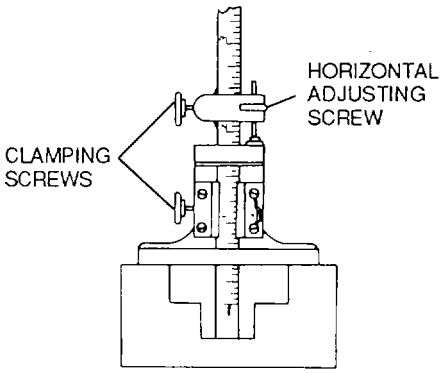

Figure 3-49. Vernier Depth Gauge
(3) Vernier depth gauge. The vernier depth gauge, shown in figure 3-49, consists of a graduated scale, either 6 or 12 inches long, and a sliding head similar to the one on the vernier caliper. The sliding head is especially designed to bridge holes and slots. The vernier depth gauge has the range of the rule depth gauge and not quite the accuracy of a micrometer depth gauge. It cannot enter holes less than 1/4 inch in diameter, whereas a micrometer depth gauge will enter a 3/32-inch hole. However, it will enter a 1/32-inch slot, whereas a micrometer depth gauge will not. The vernier scale is adjustable and may be adjusted to compensate for wear.